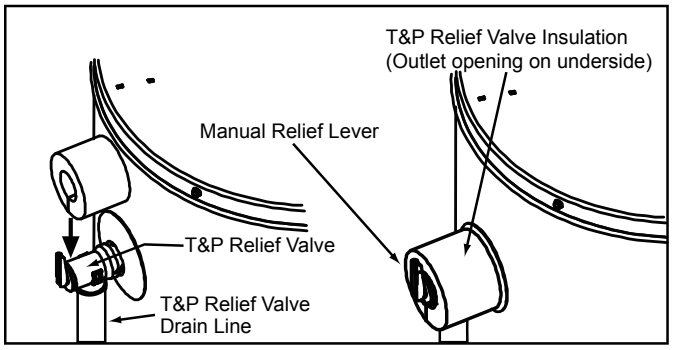

Figure 24.
Locate the temperature and pressure relief valve on the water heater (also known as a T&P relief valve). See Figure 24.
2. Spread the slit open and fit the insulation over the T&P relief valve. See Figure 24. Apply gentle pressure to the insulation to ensure that it is fully seated on the T&P Relief Valve. Once seated, secure the insulation with duct tape, electrical tape, or equivalent. IMPORTANT: The insulation and tape must not block the discharge opening or hinder access to the manual relief lever (Figure 24). Ensure a discharge pipe is installed into the T&P valve discharge opening per the instructions in this manual.